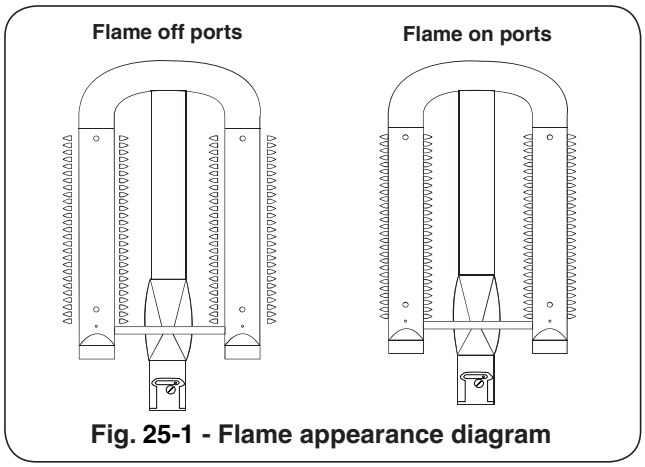

Fig. 25-1 - Flame appearance diagram
Flames from a properly adjusted main burner with no wind or breeze present will appear fairly steady, consistent, and mostly blue. If the tip of a flame were to turn orange, it should only do so briefly and then become blue again. The flames will appear to burn while touching the burner ports (see Figure 25-1).
5. Repeat steps 1-4 until the flames appear to touch the burner ports, burning fairly steadily and mostly blue (see Fig. 25-1).